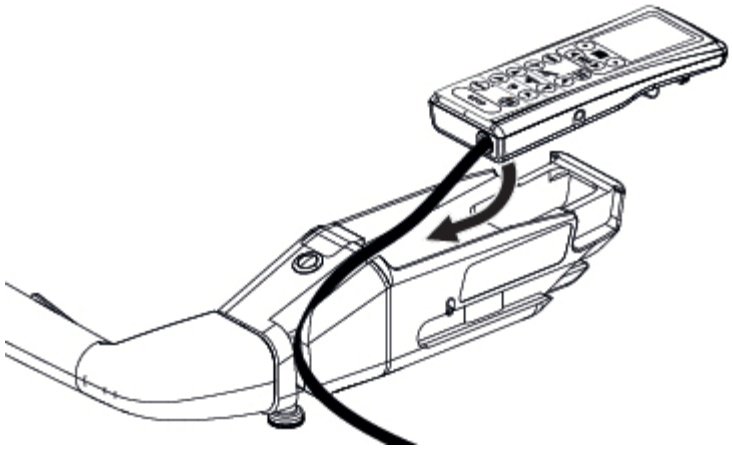

Figure 6-6. Installer la commande manuelle
1. Faire passer le câble de connexion dans la rainure de la poignée de transfert motorisée. Voir la *Figure 6-6*.